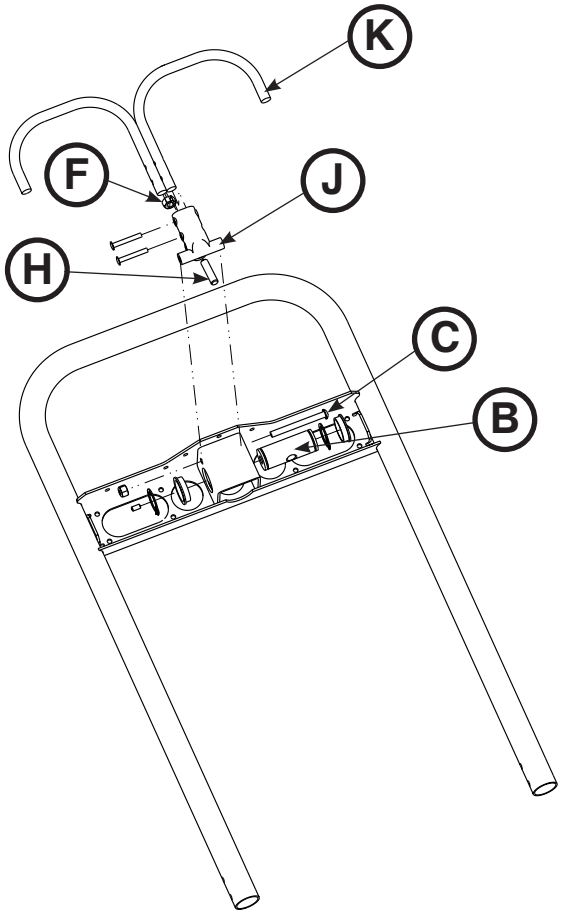

rys. 69
2. Za pomocą klucza kombinowanego 1/2 cala poluzować nakrętkę sześciokątną (F) na osi obrotu oparcia pleców (J), przytrzymując śrubę ustalającą (H) obecną w osi obrotu (rys. 69).
3. Za pomocą klucza imbusowego 5/32 cala obracać śrubę ustalającą (H) aż do eliminacji luzu między uchwytem zwalniania oparcia pleców (K) i przyciskiem zwalniania siłownika pneumatycznego (rys. 69).
5. Za pomocą klucza kombinowanego 1/2 cala dokręcić nakrętkę sześciokątną (F), przytrzymując śrubę ustalającą obecną w osi obrotu (rys. 69).